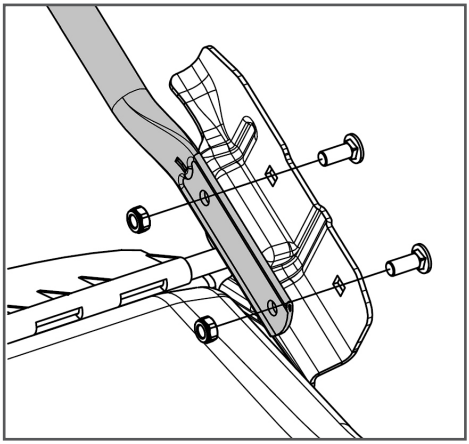

Рис. 7 Установка рабочей рукоятки
6. Установите рабочую рукоятку на кронштейны на деке газонокосилки и закрепите её с помощью болтов и гаек (Рис. 7).